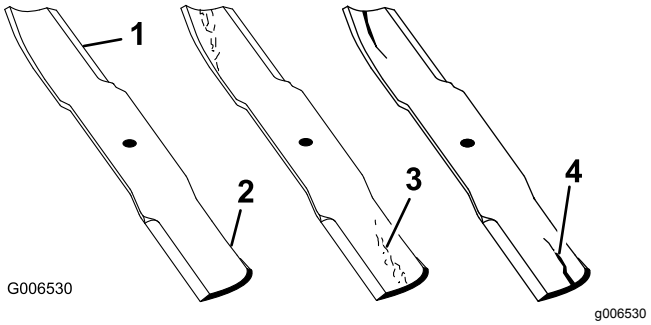

Figur 72
1. Efterse skærekanterne (Figur 72).
4. Hvis skæreknivene er beskadiget eller slidt, eller hvis der er antydning af en revne i dette område, skal der straks monteres nye skæreknive (Figur 72).